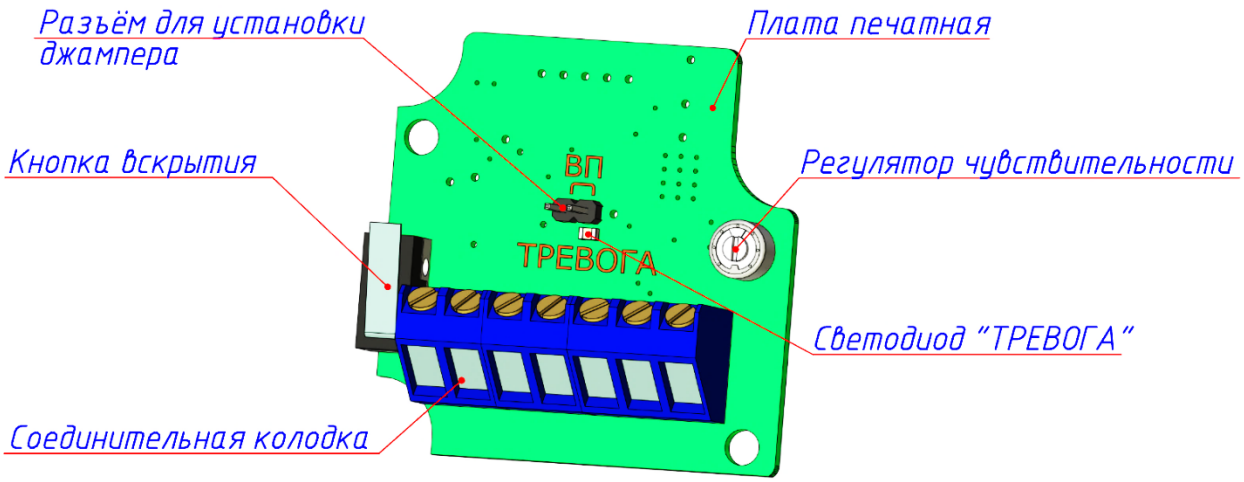

Рисунок 1.2 – Конструкция платы
1.4.1.2 На печатной плате размещены (см. рисунок 1.2): MEMS-акселерометр, микроконтроллер, светодиод, соединительная колодка, регулятор чувствительности, разъём для установки джампера «ВП», кнопка вскрытия и другие элементы электрической схемы извещателя.